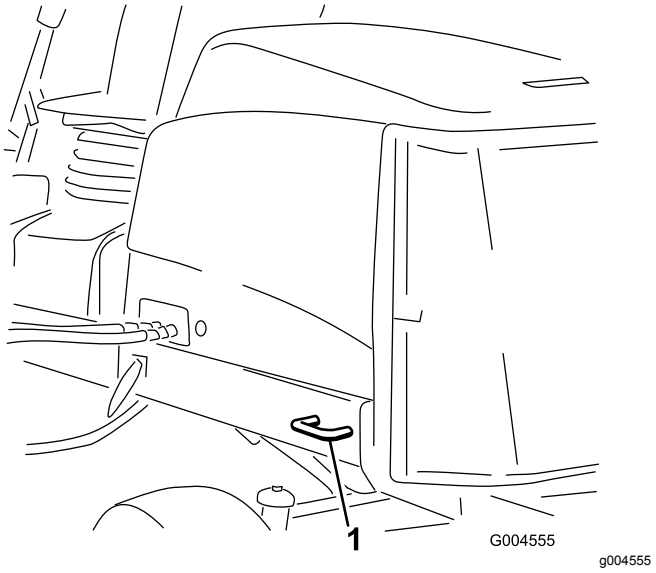

Figur 73
- Bak – på båda sidor av maskinen, på den bakre ramen (Figur 73)